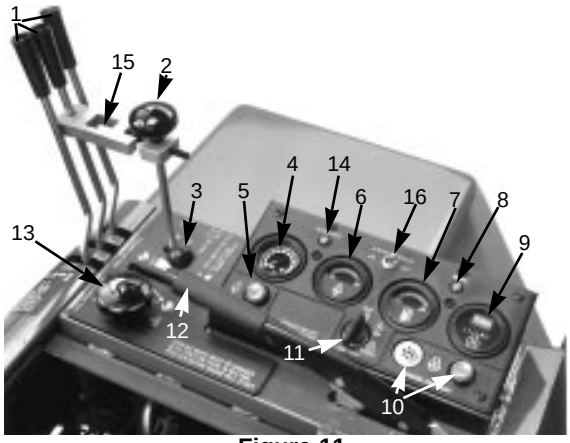

Figure 11
1. Prendre place sur le siège sans appuyer sur la pédale de déplacement. Vérifier que le frein de parking est serré (Fig. 11). La pédale de déplacement et le levier de tonte/rodage doivent être au point mort.
2. Si le moteur ou la température ambiante est au-dessous de 7–10°C, appuyer sur la commande de préchauffage du moteur sans la relâcher jusqu'à ce que le voyant brille intensément (Fig. 11). Relâcher la commande et passer au point 3.
3. Placer la commande des gaz en position SLOW et tourner la clé de contact sur START (Fig. 11). Relâcher la clé quand le moteur démarre.